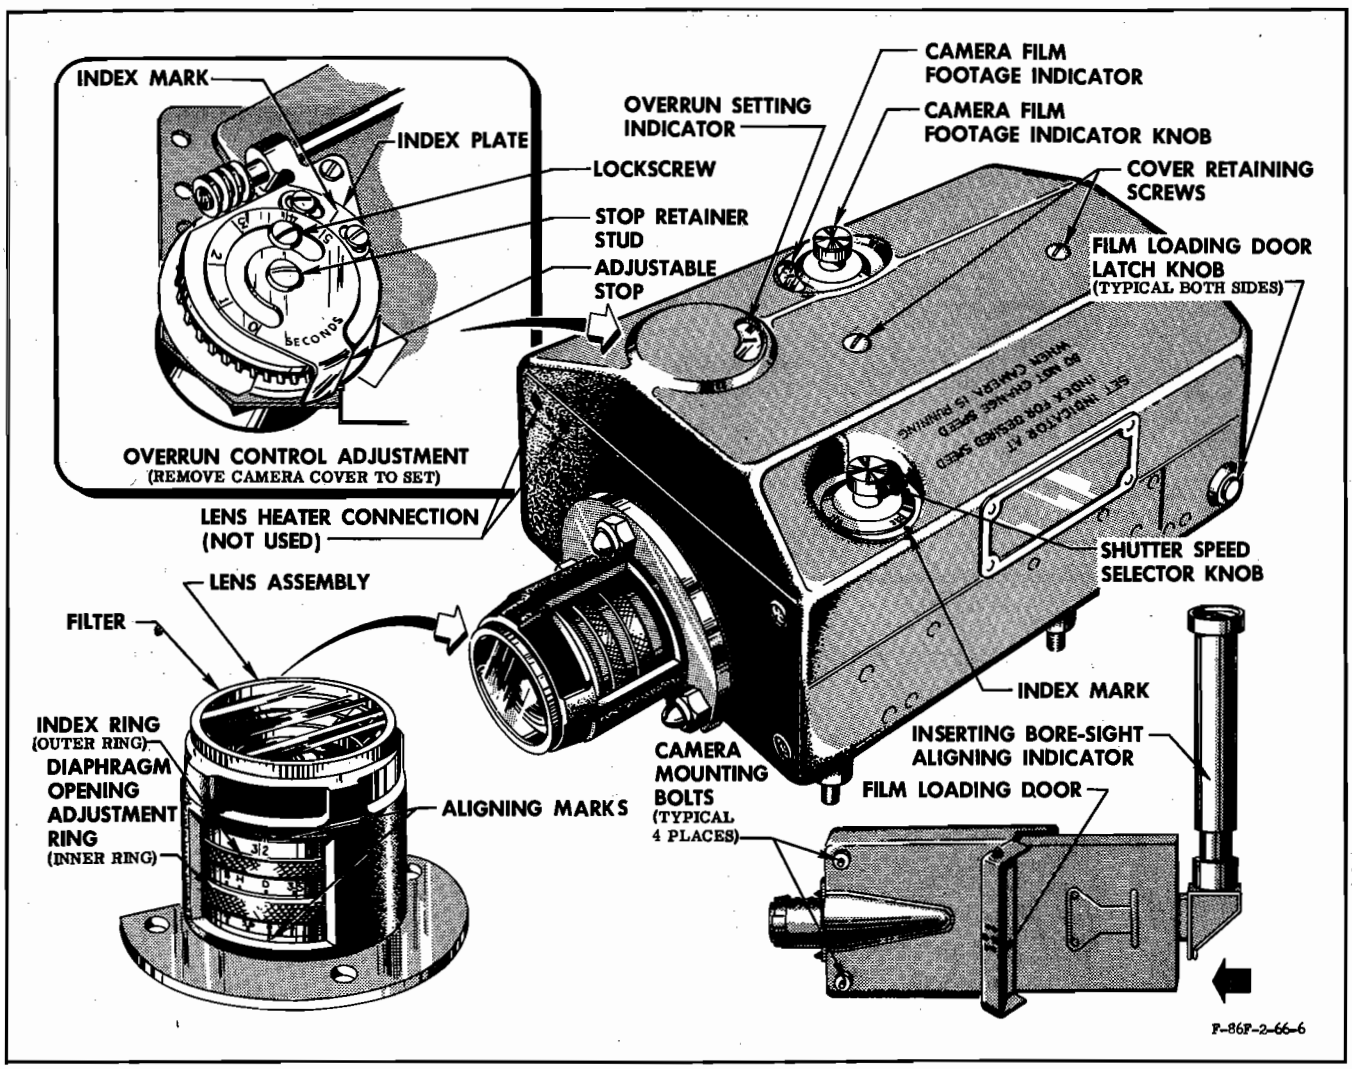

Figure 9-27. AN-N6 Gun Camera
9-145. The magazine-type AN-N6 gun camera (figure 9-27), with an adjustable 35 mm focal lens and filter, is equipped with a constant-speed electric motor and cutout switch, a gear train drive mechanism and clutch, a camera speed selector, an overrun control, a camera film footage indicator, a magazine film footage indicator, and an electrical 40-watt resistor camera body heater. The speed of the camera shutter is controlled by the shutter speed selector knob located on top of the cover. A mark on the camera case is indexed to speed settings on the selector knob ("16," "32," and "64"). All normal photography requires a shutter speed of 16 frames per second. Slow-motion photography requires 64 frames per second and semislow-motion photography requires 32 frames per second. The various positions of the shutter speed knob select different gear ratios of the gear drive train mechanism. A spring clutch and an electrical overload cutout switch prevent damage to the camera if the magazine jams or an overload condition occurs. The camera overrun time of 0 to 5 seconds is adjustable and is calibrated in increments of one second. (Refer to paragraph 9-150.) The camera lens assembly contains two knurled adjustment rings which are used in obtaining the correct lens setting for various light conditions and shutter speeds. The outer ring is the index ring and provides an inner and outer row of figures. The outer figures, which index with an aligning mark on the lens barrel, are "16," "32," and "64," corresponding with the shutter speed selector knob
c. Loosen stop retainer stud and screw. (See figure 9-27.) Then rotate adjustable stop so that index line for desired time of overrun is set against line on index plate. (See figure 9-27.) Be careful not to disturb setting. Dip screw threads in orange shellac (Federal Specification TT-S-271) and tighten stop retainer stud and lockscrew one at a time.